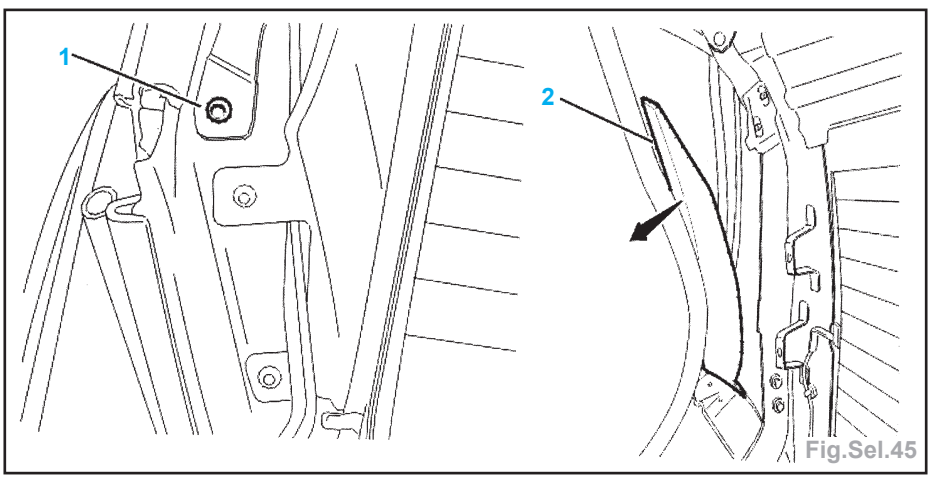

Fig.Sel.45
- déposer les agrafes de maintien (1) et la garniture (2) (Fig.Sel.45).